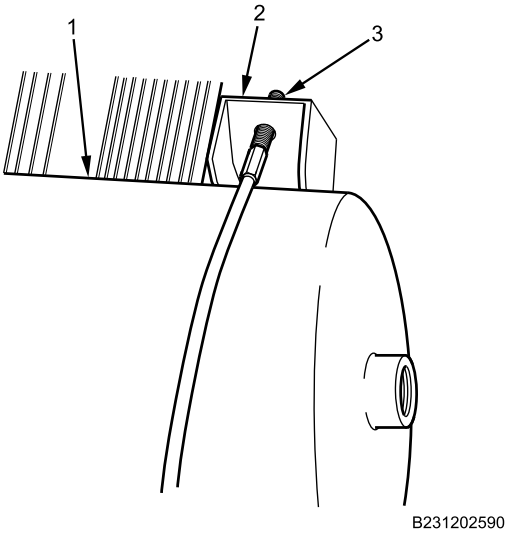

Figure 11. Primary Tank Mounting.
1. With assistant, raise primary air tank (Figure 11, Item 1) into position with suitable transmission jack.
2. Apply corrosion preventive compound to air tank mounting cable washers, nuts, and jamb nuts (Figure 11, Item 3).
3. Install both air tank mounting cables, washers, nuts, and jamb nuts (Figure 11, Item 3) on battery tray bracket (Figure 11, Item 2). Torque nuts to 62 lb-in. (7 N•m).